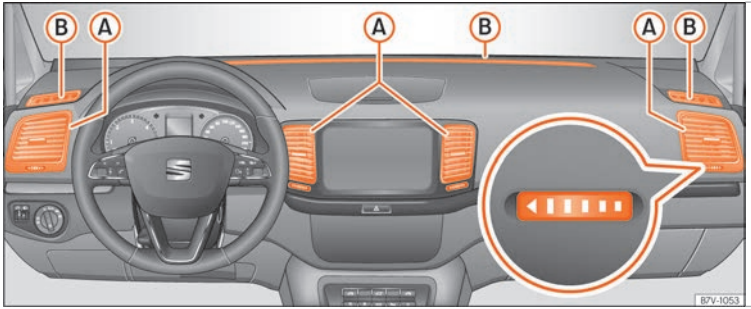

Fig. 200 Air vents in the dash panel
Never close the air vents ››› **Fig. 200** (A) completely to ensure heating, cooling and ventilation inside the vehicle.